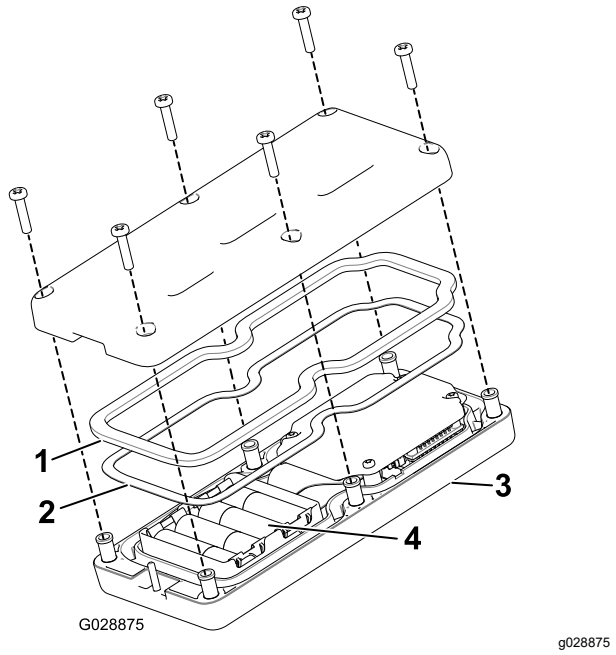

**Rysunek 42**
3. Odkręć 6 śrub z tyłu pilota, a następnie zdejmij pokrywę (Rysunek 42).
5. Zamontuj baterie w gnieździe ze stykami, dbając o odpowiednie umieszczenie biegunów. Na uchwycie wytłoczona jest biegunowość każdego zacisku (Rysunek 42).
6. W razie przypadkowego wyjęcia uszczelki gumowej i uszczelki stalowej ostrożnie włóż je z powrotem do rowka w obudowie pilota (Rysunek 42).
7. Załóż z powrotem pokrywę i przykręć ją za pomocą 6 odkręconych wcześniej śrub (Rysunek 42). Dokręć śruby z momentem od 1,5 do 1,7 N·m.